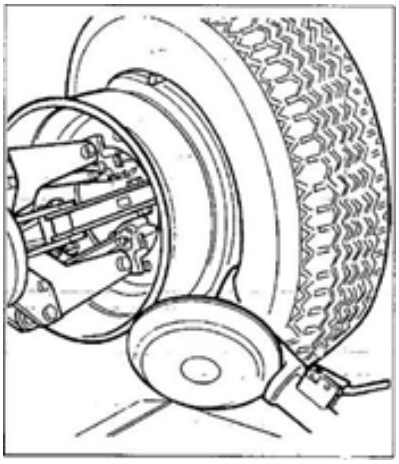

Рис. 25
4) Передвиньте инструмент таким образом, чтобы красная базовая метка была совмещена с внешней кромкой обода и была на расстоянии 5 мм от нее. (см. рис. 25.)